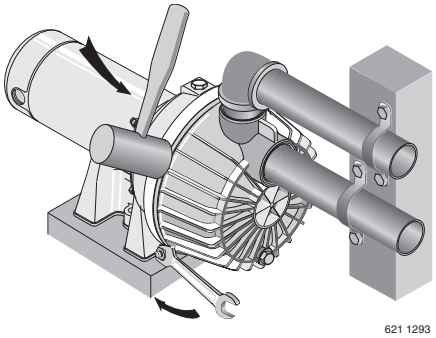

Figure 28 – Taper sur le collier pour le serrer
3. **S'ASSURER** que l'intérieur du collier de serrage est propre, puis le poser sur les moitiés de la pompe. Le serrer fermement. Serrer alternativement les vis et tout en tapant sur le collier de serrage avec une massette à embout en caoutchouc de façon à pouvoir bien faire reposer le joint torique (se reporter à la Figure 28).